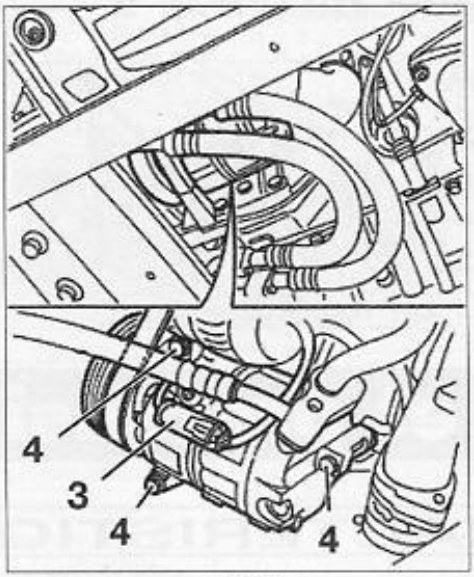

FIG. 30
- Débrancher le connecteur électrique (3) du compresseur (**Fig.30**).
- Dévisser les vis de fixation (4) du compresseur.